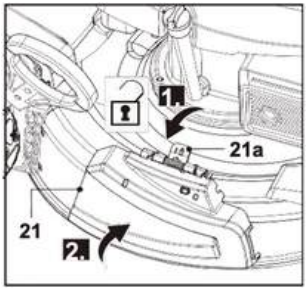

Abb. 18
2. Drehen Sie den Verriegelungsverschluss (21a) nach unten und halten Sie ihn, um ihn zu entriegeln (Abb. 18, Schritt 1).
3. Öffnen Sie die seitliche Auswurfabdeckung (21) und halten Sie sie in dieser Position (Abb. 18, Schritt 2).